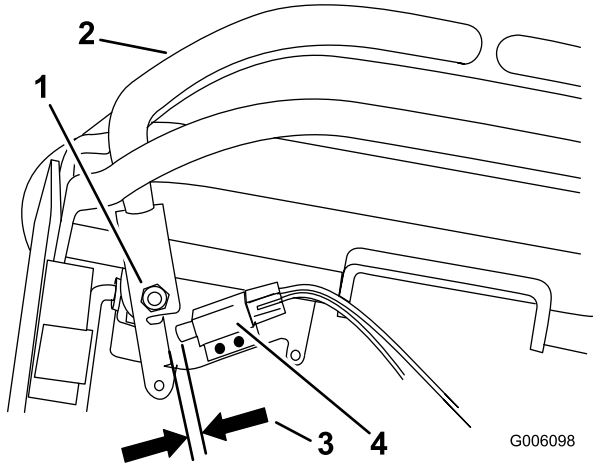

Figura 55
10. Compruebe la distancia entre la palanca de control y el interruptor, según se muestra en Figura 55. La distancia debe ser de 1.6 a 2.4 mm (1/16 pulgada a 3/32 pulgada)